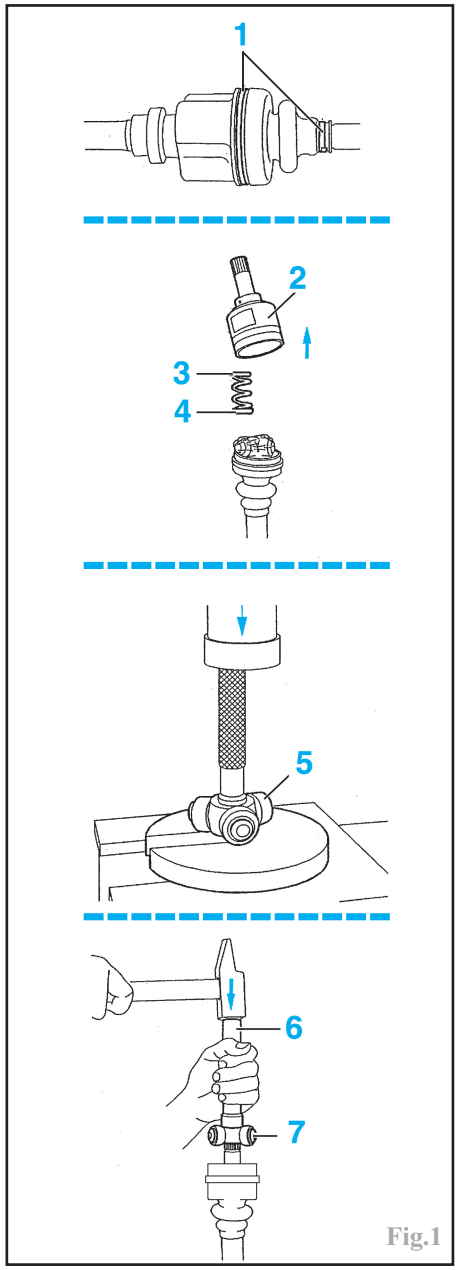

Fig.1
Dessertir ou scier et déposer les deux colliers (1) (Fig.1).